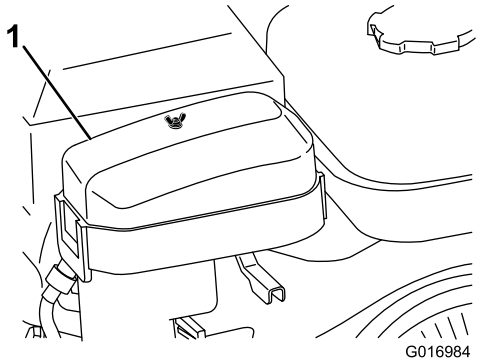

**Figur 28**
2. Ta bort vingmuttern som håller fast luftrenarkåpan och demontera kåpan (Figur 28).